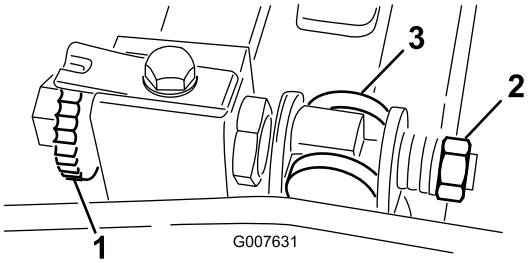

Rysunek 55
1. Obróć śrubę regulacyjną listwy noża dolnego w lewo, aby odsunąć nóż dolny od wirnika (Rysunek 55).
2. Odkręcaj nakrętkę naciągu sprężyny do momentu, gdy podkładka nie będzie już dociśnięta do listwy noża dolnego (Rysunek 55).